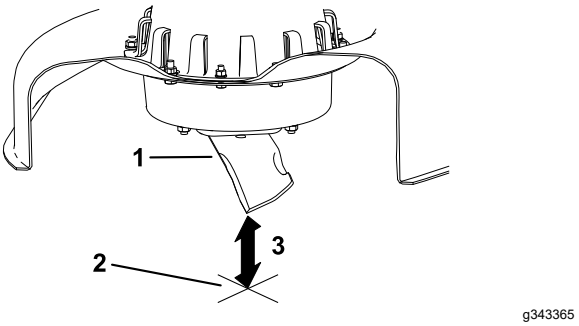

Figur 32
5. Mål fra knivtuppen til den flate overflaten (Figur 32).